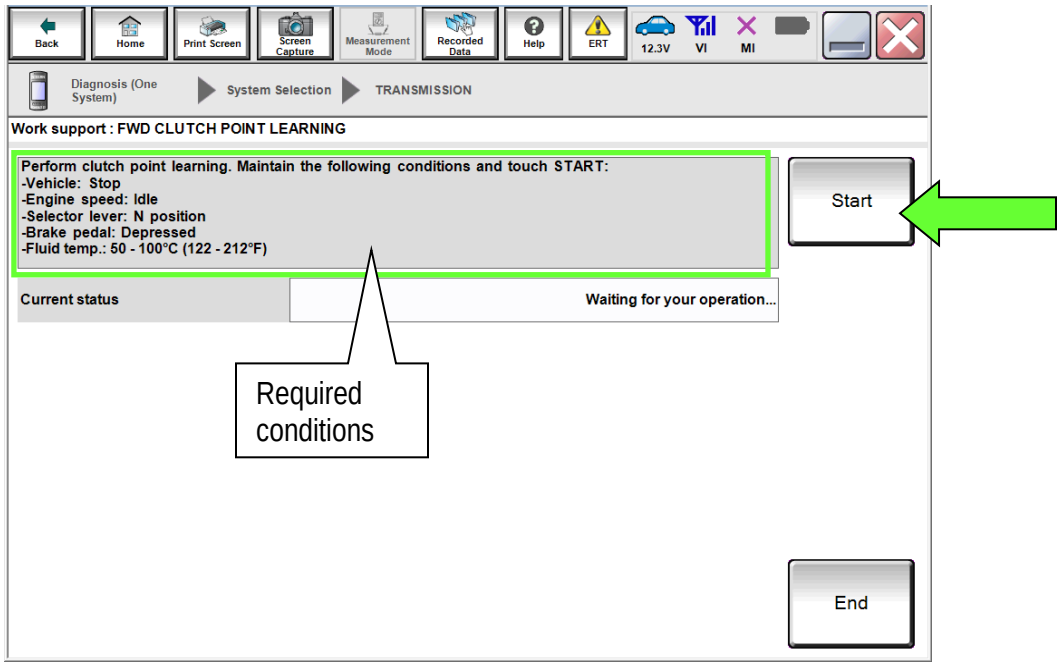

Figure 49
26. With the engine still running and at idle, depress the brake pedal and shift the CVT into neutral (N).
- Confirm that all of the required conditions indicated in Figure 49 are being met.
28. While maintaining all conditions shown in Figure 49 and the “Current status” indicates “EXECUTING”, shift the CVT into D and then wait until the Current status indicates “COMPLETED”.